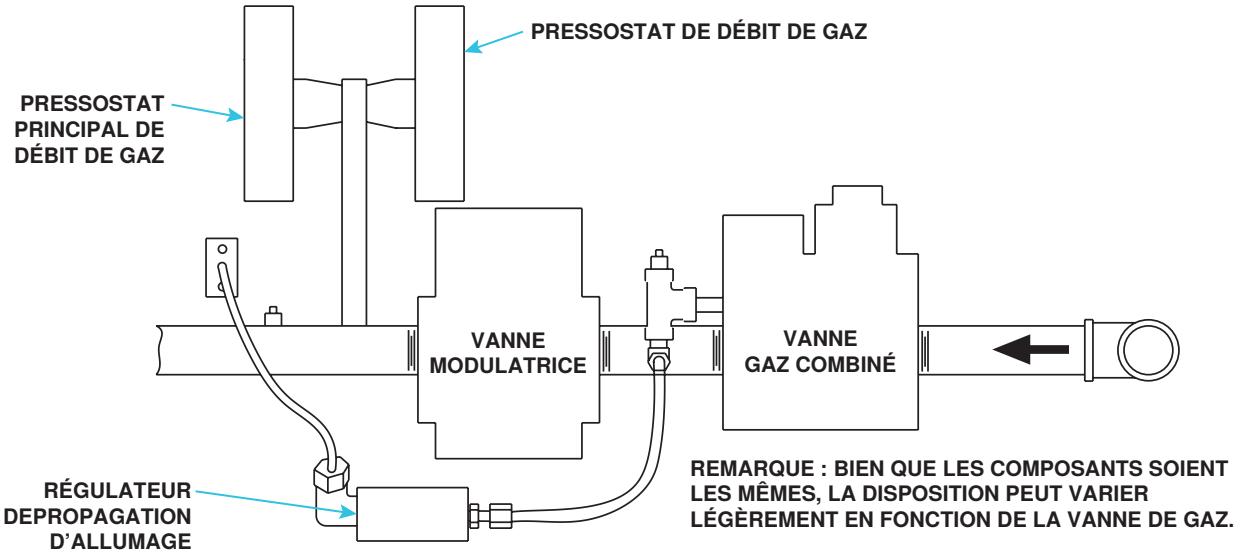

**Figure 33. Disposition typique du collecteur avec modulation électronique**
- **Modulation électronique entre *20–28%* et 100% de taux de tir (option AG9) :** Selon leur taille, les fournaises dotées de l'option AG39 ont un taux de réglage de 20 à 28%. La fournaise est mise en marche à n'importe quel taux d'écoulement de la plage disponible et maintient une efficacité thermique moyenne égale ou supérieure à l'efficacité thermique à taux maximal. Le circuit de gaz (voir **Figure 33**) comprend une soupape de gaz à un étage, une valve de modulation et deux pressostats de gaz. Le tiroir à brûleurs est muni d'un dispositif de propagation de l'allumage et d'un allumeur de gaz à tube à régulation de pression. L'allumeur à tube reçoit le gaz du régulateur en même temps que le gaz alimentant le brûleur. Le système est commandé par un amplificateur Maxitrol (voir **Figure 32**) relié à un indicateur de température à cadran distant. L'alimentation en gaz (consultez les exigences de pression dans le **Tableau 21**) est raccordée à la soupape de gaz à un étage. Pour compenser la perte de pression additionnelle due à la valve de modulation, on règle la pression de sortie de la soupape de gaz à un étage à un niveau plus élevé que sur un collecteur de gaz standard. Le tuyau de la veilleuse est raccordé au port veilleuse de la soupape de gaz à un étage. Lorsque la valve reçoit un appel de chaleur de l'amplificateur et que la veilleuse est allumée, le débit de gaz provenant de la soupape à un étage est dirigé à la fois vers la valve de modulation et vers l'allumeur à tube à régulation de pression. Lorsque le signal de l'amplificateur à la valve de modulation demande un fonctionnement à taux moindre que maximal, la valve de modulation diminue le débit de gaz vers le brûleur afin que le taux d'écoulement ainsi réduit maintienne la température désirée. Lorsque le taux d'écoulement est suffisamment abaissé pour réduire la pression de gaz à 1.1 PO CE, le pressostat de gaz principal dans le collecteur actionne le moteur à engrenage qui commande le registre de dérivation de l'aérateur/du système d'air de combustion. En s'ouvrant, le registre de dérivation envoie une partie de l'air d'arrivée directement dans le conduit d'évacuation, ce qui réduit le débit d'air vers le brûleur. Des disjoncteurs de sécurité enregistrent la position du registre de dérivation. Lorsque la pression du gaz dépasse 1.1 PO CE, le registre de dérivation se referme. De conception unique, ce système de modulation nécessite des réglages de la pression d'air de combustion différents de ceux du système standard. Consultez le **Tableau 19** pour les réglages approximatifs du contacteur de détection d'air de combustion au niveau de la mer. Reportez-vous à la section **Dépannage du circuit de sécurité du volet d'air de combustion de dérivation sur les unités avec option AG39 ou AG40** pour le dépannage.